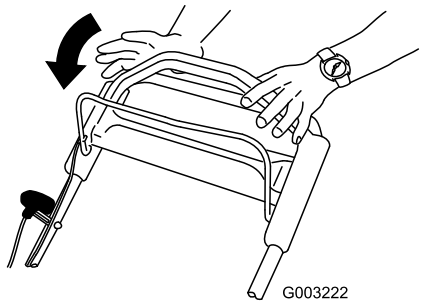

Figuur 20
1. Laat de bedieningsstang van het maaimes los (Figuur 20).